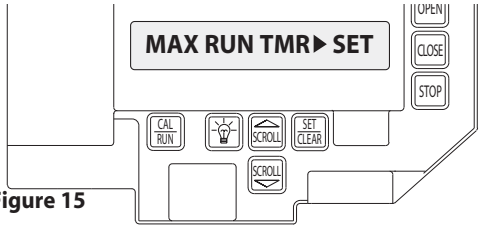

Figure 15
2) Press SCROLL (up or down) until display reads "MAX RUN TMR > SET." **Fig. 15**.